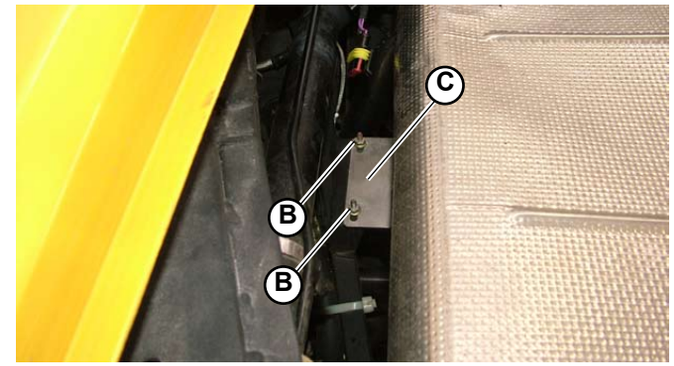

Fig.3
2. Unscrew the 4 screws (**B-Fig.3/4**) securing the 2 side brackets (**C-Fig.3/4**) on the guard (2 screws for each bracket).